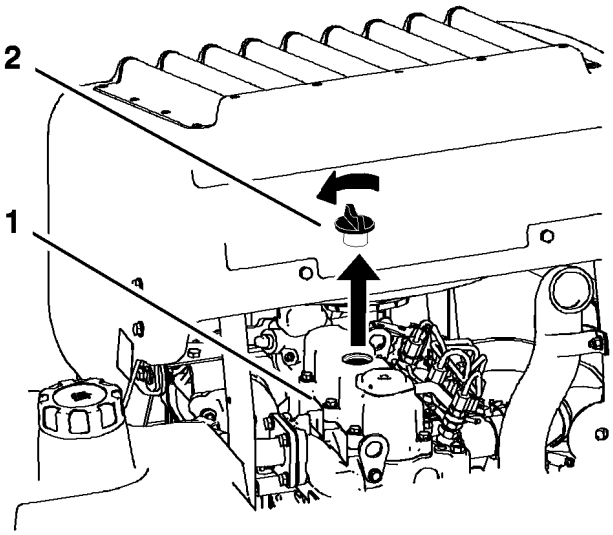

Figur 39
6. Fjern oliepåfyldningsdækslet fra toppen af motoren (Figur 39). Det hjælper olien med at løbe ud.
2. Fjern oliepåfyldningsdækslet og målepinden (Figur 39).